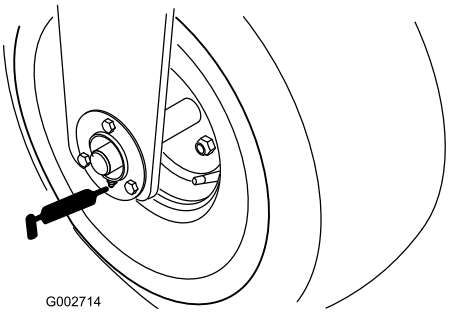

Figur 21
- Framhjulslagret (1) (Figur 21)